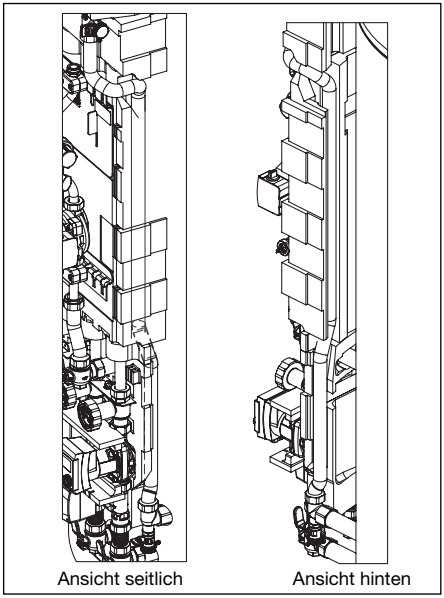

Abb. 21 Montage Metallwellrohr Solarrücklauf
– Es ist darauf zu achten, dass das Metallwellrohr zwischen Speicherwärmedämmung und Wärmedämmung der Heizkreis-gruppe verlegt ist und bei Aufbringen der Oberschale vollständig verdeckt wird (Abb. 21)